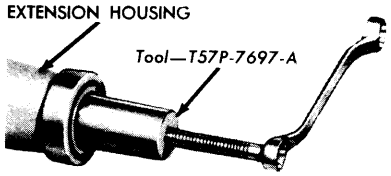

FIG. 3—Extension Housing Bushing Removal
3. Remove the bushing as shown in Fig. 3. **Use the bushing remover carefully so that the spline seal is not damaged.**